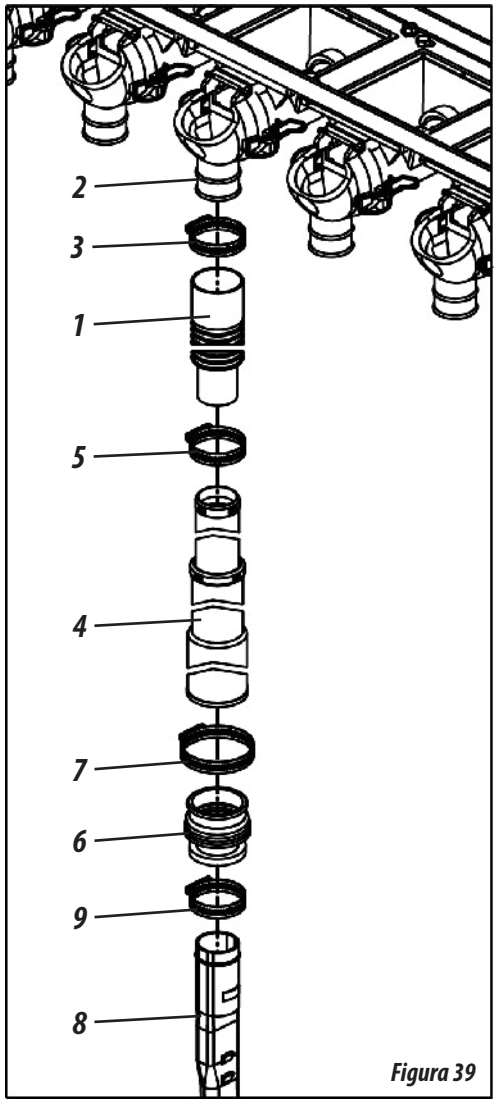

Figura 39
Para conduzir o fertilizante do distribuidor até o solo, encaixe o mangote (1) nas saídas do condutor independente (2) através das presilhas (3). Em seguida, acople o condutor telescópico (4) no mangote (1) fixando através da presilha (5). Depois, acople a união de borracha (6) no condutor telescópico (4) fixando através da presilha (7). Finalize acoplando a bica (8) na união de borracha (6) fixando através da presilha (9), **conforme mostra a figura 39.**